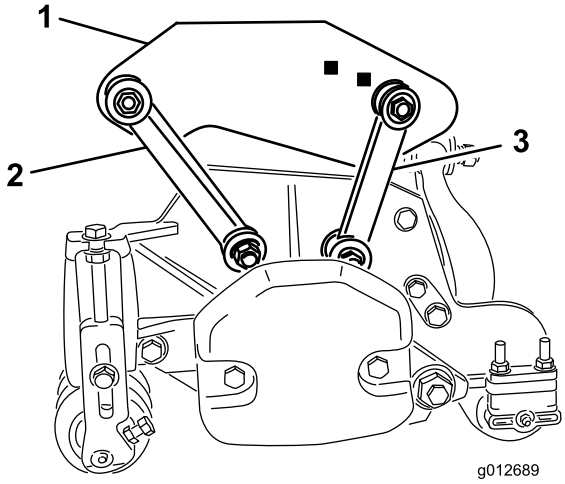

Rysunek 19
- Przedni zaczep przykręcamy śrubami 0,95 x 5,71 cm z podkładkami i nakrętkami do otworów montażowych w ramie i w zespole tnącym jak pokazano na Rysunek 19. Umieść podkładkę z każdej strony zaczepu. Nakrętki dociągnij momentem 42 N·m.
- Tylny zaczep przykręcamy śrubami 0,95 x 5,71 cm z podkładkami i nakrętkami do otworów montażowych w ramie i w zespole tnącym jak pokazano na Rysunek 19. Umieść podkładkę z każdej strony zaczepu. Nakrętki dociągnij momentem 42 N·m.